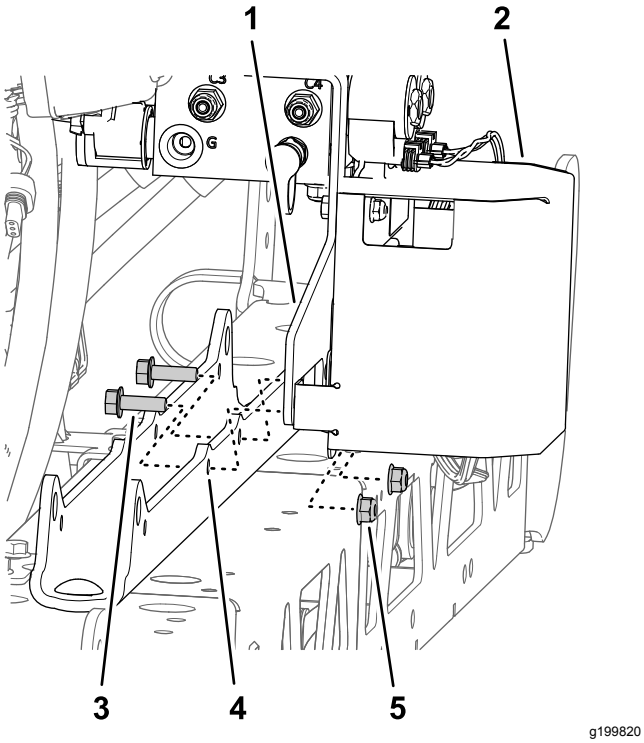

Figur 95
B. Monter støttebeslaget og TEC-beslaget på cylinderbeslaget (Figur 95) med de 2 flangehovedbolte (5/16 x 1 tomme) og flangelåsemøtrikker (5/16 tomme), du fjernede i trin 1 i Afmontering af sektionløftemanifolden fra midtersprøjtesektionen (side 21).